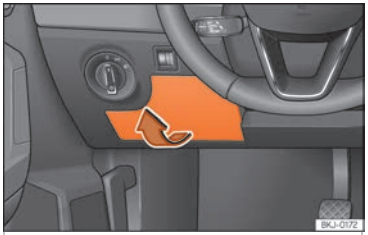

Fig. 48 No painel de instrumentos do lado do condutor: tampa da caixa de fusíveis.
- Abrir: retire a tampa da caixa de fusíveis no sentido da seta ››› **Fig. 48**.